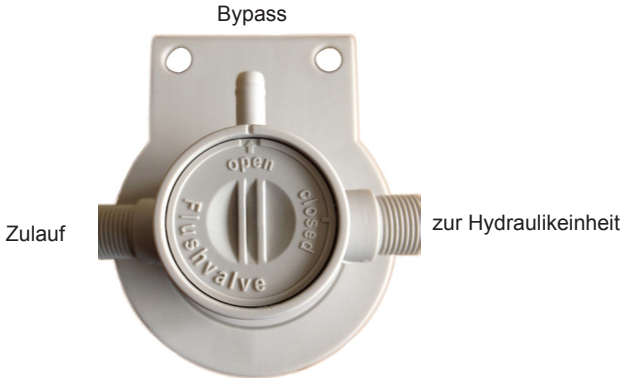

Abb. 13: Ventil auf "Bypass" einstellen (Spülstellung)
5. Stellen Sie das Ventil am WAB-Kopf so ein, dass "open" auf "Bypass" zeigt (siehe *Abb. 13*).